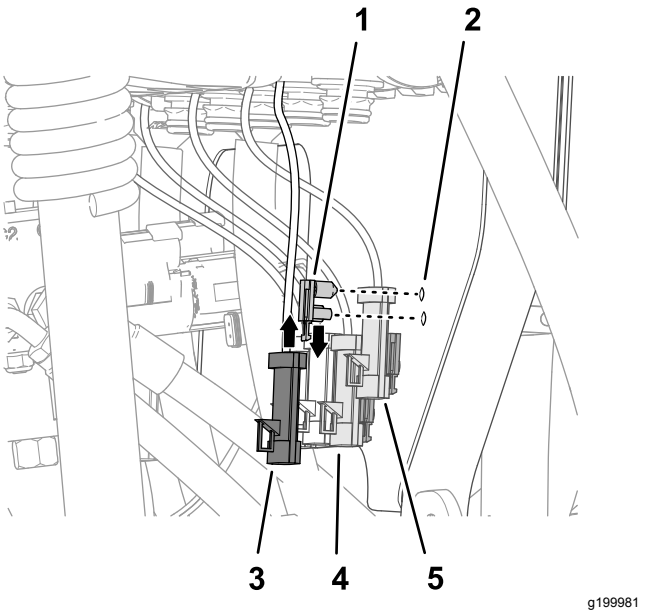

Figuur 113
1. Monteer de druknagels van de connectorankers op de openingen in de klepbevestiging (Figuur 113).